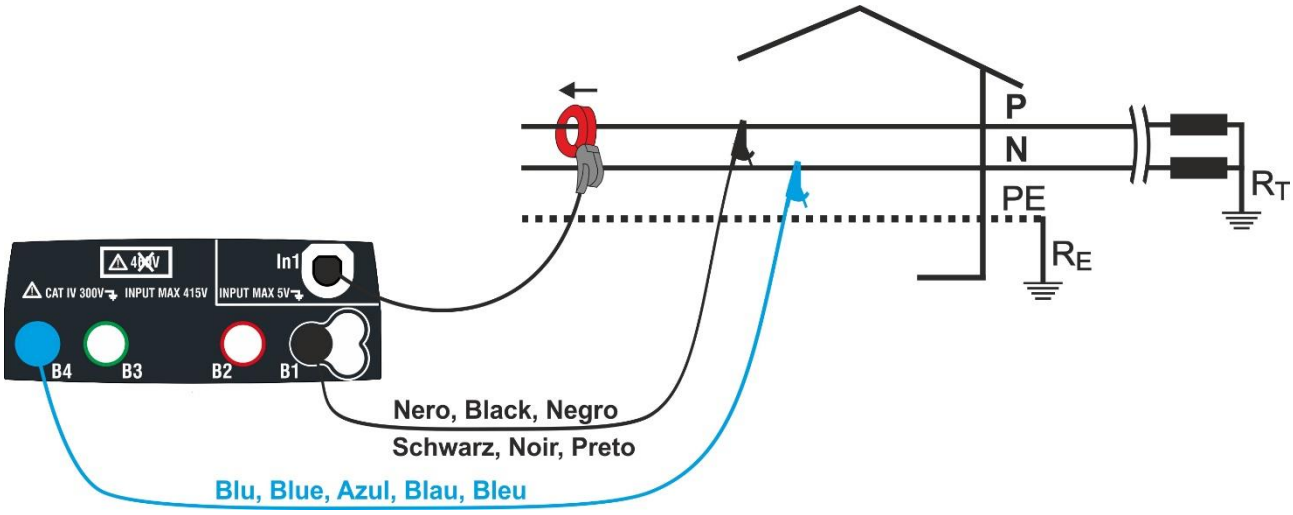
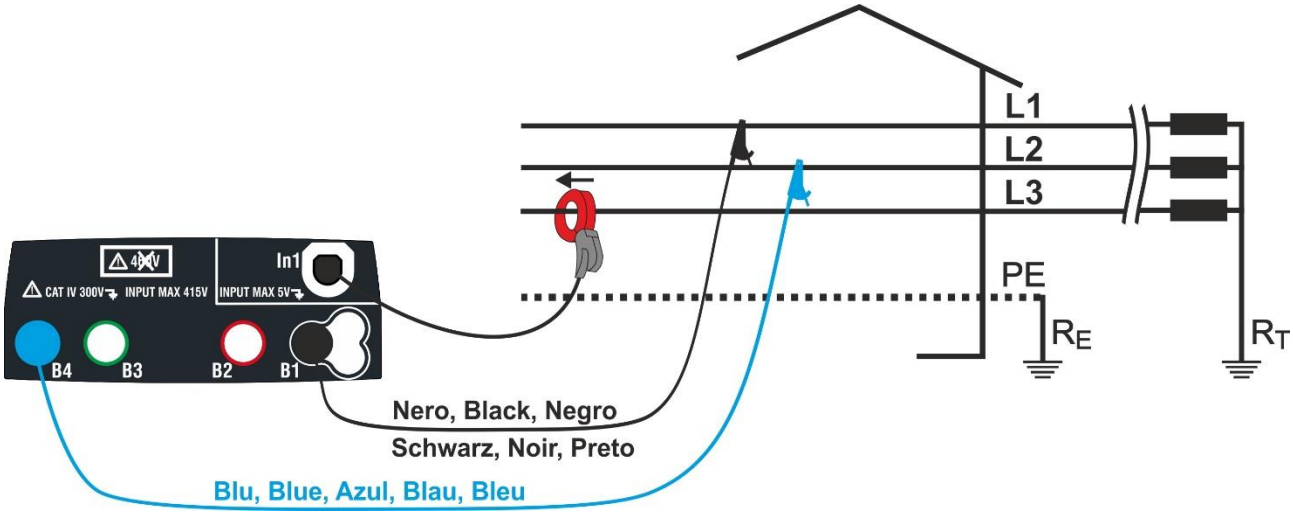

Fig. 37: Conexão para medição em planta Monofásica
Fig. 38: Conexão para medição em planta Trifase balanceado
4. Insira os conectores azul e preto dos cabos individuais nos respectivos terminais de entrada do instrumento B4, B1. Insira o correspondente crocodilo ou punção no final dos cabos. Conecte os crocodilos, ponteiros às fases P e N de acordo com a Fig. 37 para medir a tensão em sistemas monofásicos ou nas fases L1 e L2 de acordo com a Fig. 38 para medir a tensão em sistemas trifase equilibrados. Conecte o grampo externo à entrada **In1** do instrumento e ao condutor de fase para sistemas monofásicos ou estágio L3 para sistemas trifásicos balanceados. A flecha no grampo deve seguir a direção em que a corrente flui, normalmente do gerador para a carga, como mostrado nas Fig. 37 e Fig. 38